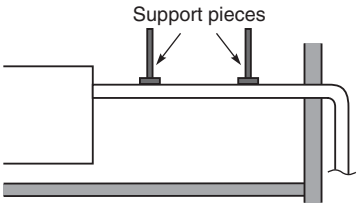

Fig. 2-127
- Do not apply force to the piping on the unit side when connecting the drain pipe. The pipe should not be allowed to hang unsupported from its connection to the unit. Fasten the pipe to a wall, frame, or other support as close to the unit as possible. (Fig. 2-127)